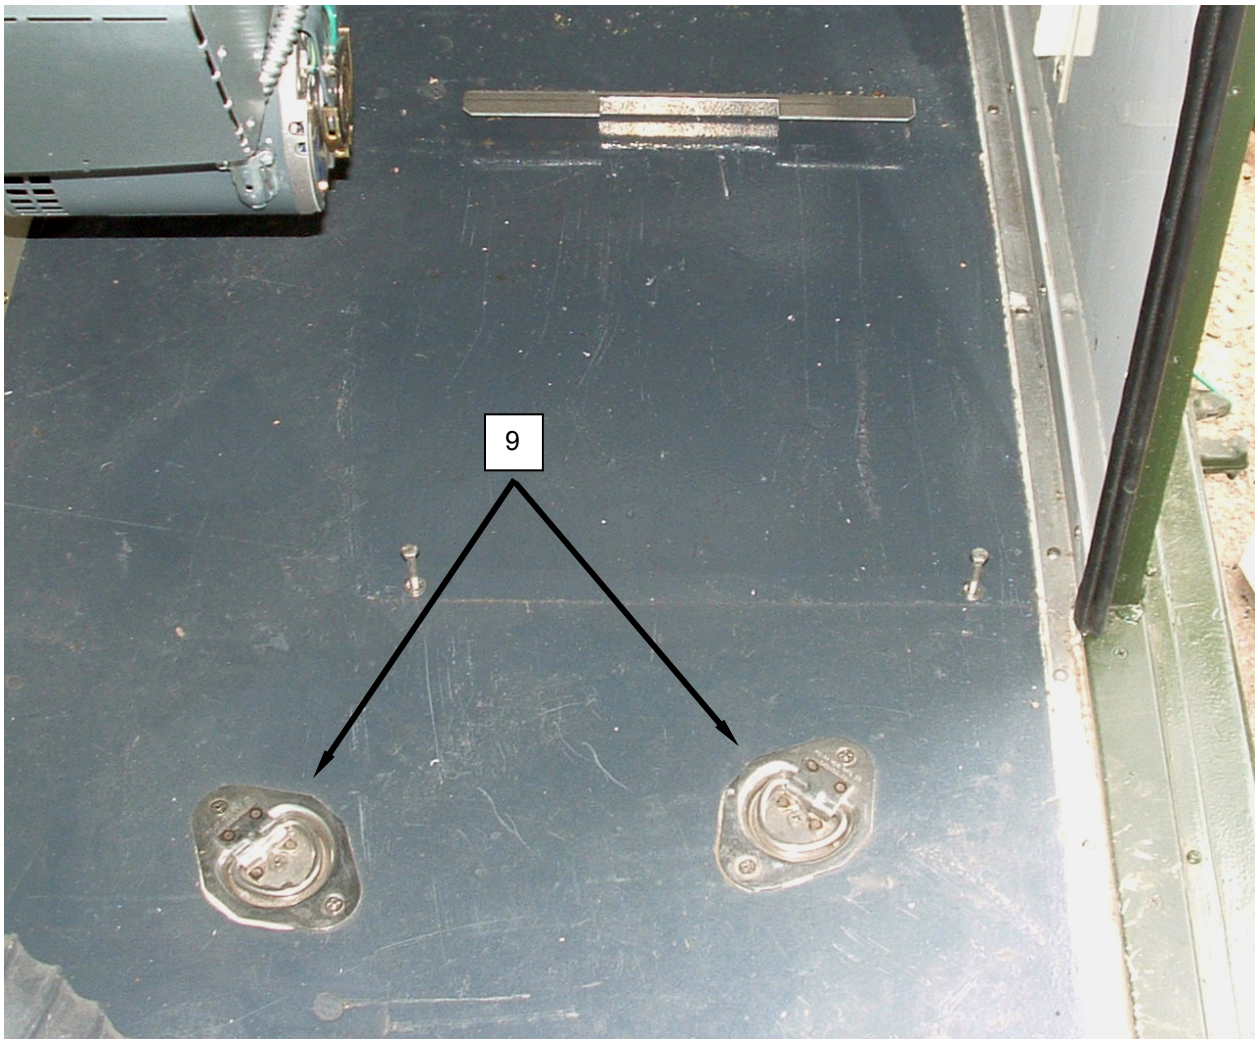

Figure 6. Replace Tiedown Provisions.
1. Remove screws retaining tiedown provision **(Figure 6, Item 9)** and remove tiedown provision.
2. Install replacement tiedown provision **(Figure 6, Item 9)** and retain with screws.